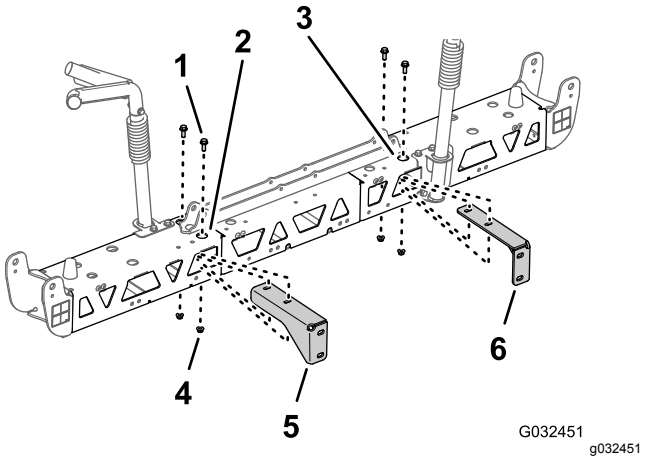

**Figur 78**
2. Juster hullerne i højre støttebeslag, så de passer med hullerne i højre afstiverstel som vist i Figur 78.
3. Sæt det højre støttebeslag på højre afstiverstel (Figur 78) med de 2 flangehovedbolte (3/8 x 1 tomme) og 2 flangelåsemøtrikker (3/8 tomme), som du afmonterede i trin 2 og 3 i Afmontering af støttebeslagene fra midterbomsektionen (side 32).
4. Gentag trin 2 og 3 for det venstre støttebeslag ved venstre afstiverstel (Figur 78).